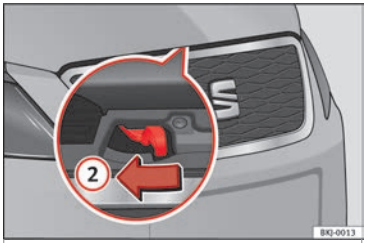

Fig. 10 Lever under the bonnet.
- To lift the bonnet, press towards the left on the lever located under the bonnet, in the centre ››› Fig. 10 ②. The arrester hooks are released.